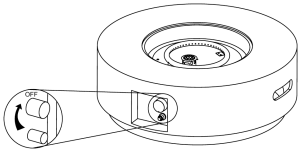

Figure 2
3. Vérifiez que le bouton de commande du système d'alimentation en gaz est tourné sur la position « OFF » avant de démarrer tout assemblage (voir Figure 2).